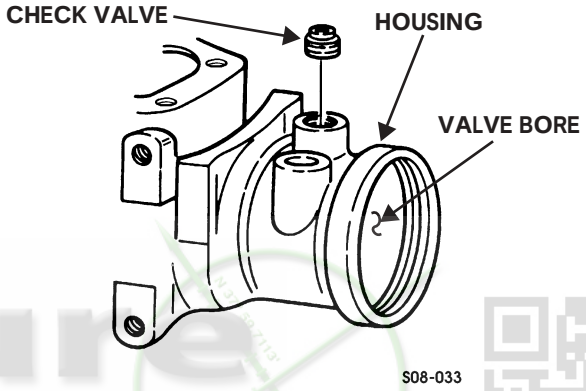

Figure 8-42: Check Valve
5. Inspect check valve for freedom of movement. If damaged, replace. Check valve as follows (Figure 8-42):